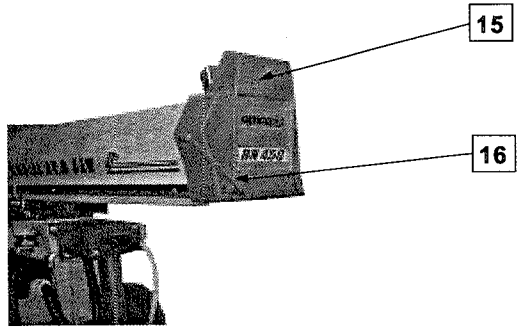

Fig. 12
18. Montare la testata anteriore (**15**) fissandola al braccio portante per mezzo delle due viti trovate nella confezione utilizzando la chiave Allen 4 mm. (**16**) Fig. 12.
18. Mount the front head (**15**) by securing it to the support arm by means of the two screws you have found in the pack and the 4 mm Allen wrench (**16**) Fig. 12.